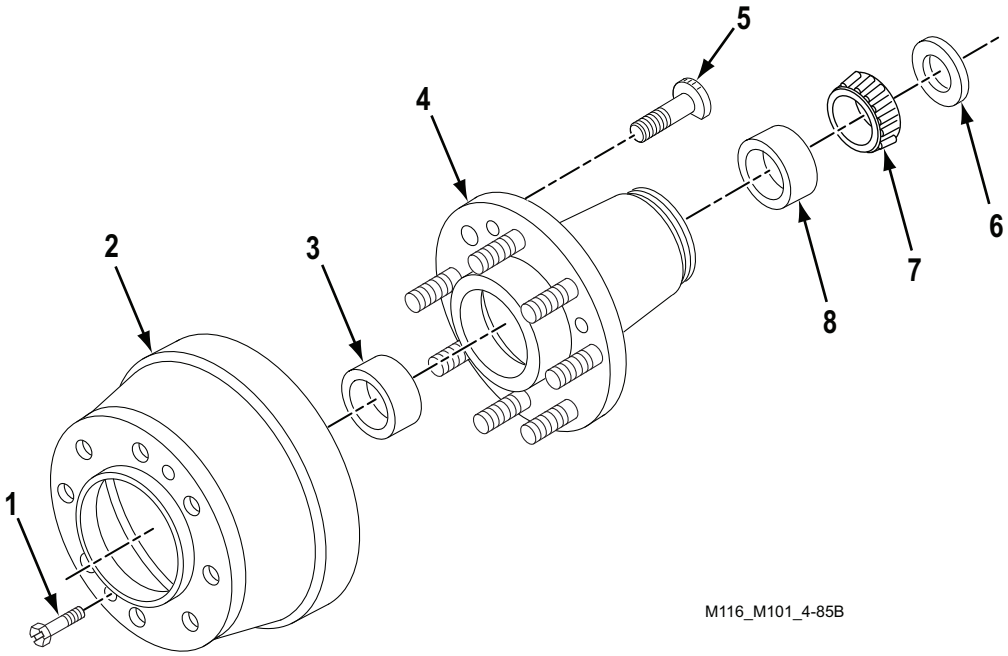

Figure 2. Hub, Brake Drum, and Wheel Bearing Disassembly.
1. Remove seal (Figure 2, Item 6) and inner bearing (Figure 2, Item 7) from hub (Figure 2, Item 4). Discard seal (Figure 2, Item 6).
2. Remove two machine screws (Figure 2, Item 1) from hub (Figure 2, Item 4) and brake drum (Figure 2, Item 2). Separate hub (Figure 2, Item 4) and brake drum (Figure 2, Item 2).
3. Remove outer and inner caps (Figure 2, Items 3 and 8) from hub (Figure 2, Item 4).
4. If damaged, drive out eight shoulder bolts (Figure 2, Item 5) from hub (Figure 2, Item 4). Discard bolts (Figure 2, Item 5).